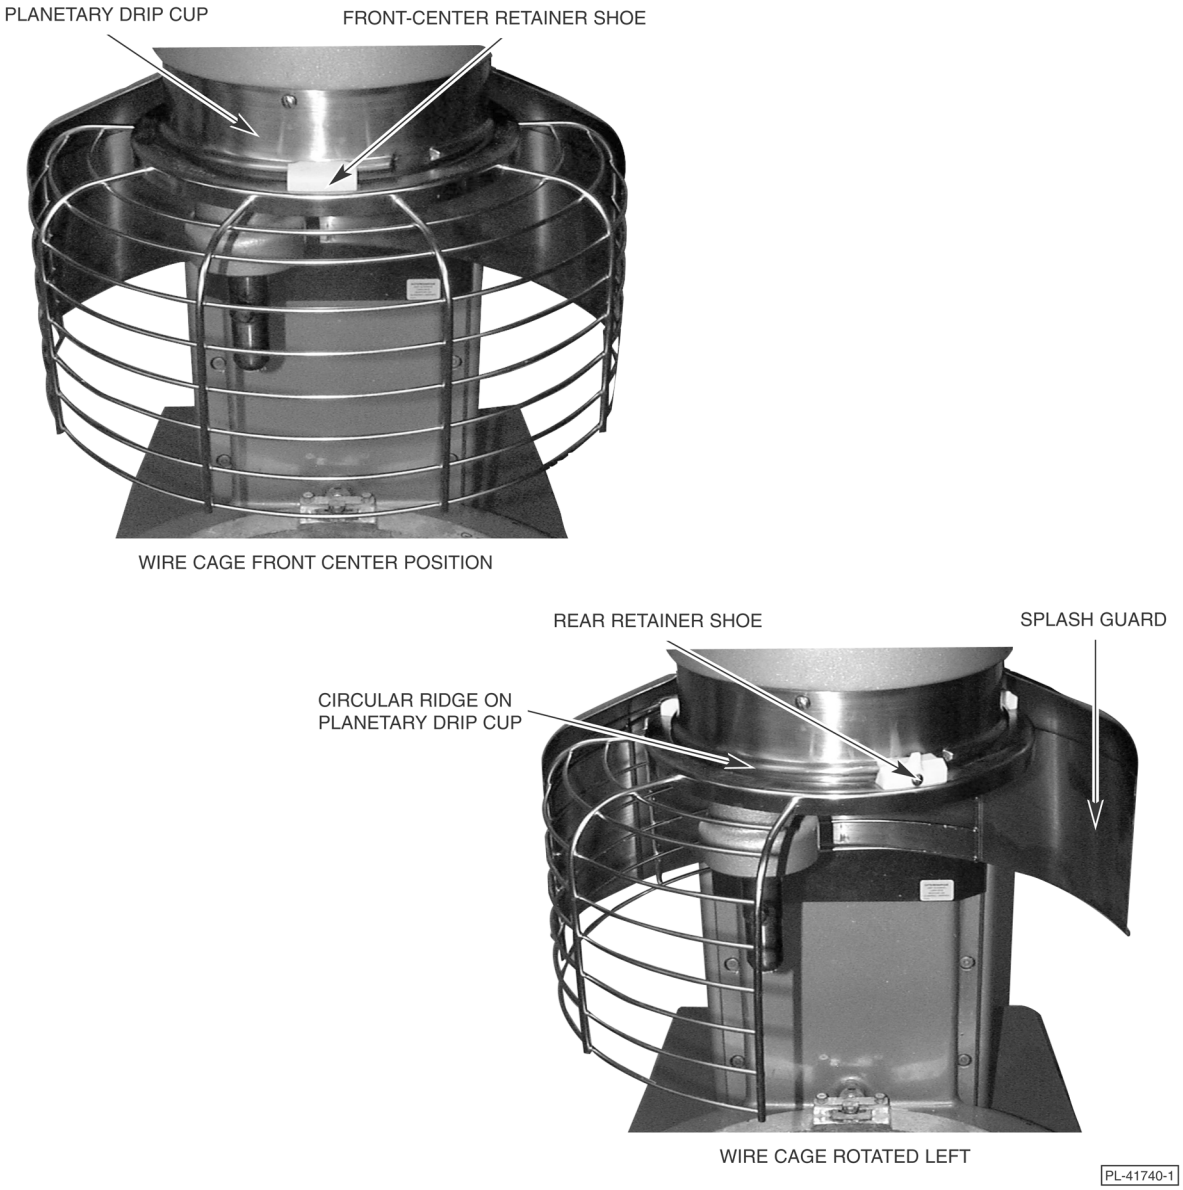

Fig. 6
WIRE CAGE ASSEMBLY (After September, 2002 Production Fig. 6)
5. Continue rotating the Wire Cage assembly so the opening is to the front of the mixer (to install the accessory) or until it stops at the Front-Center Position (Fig 6).